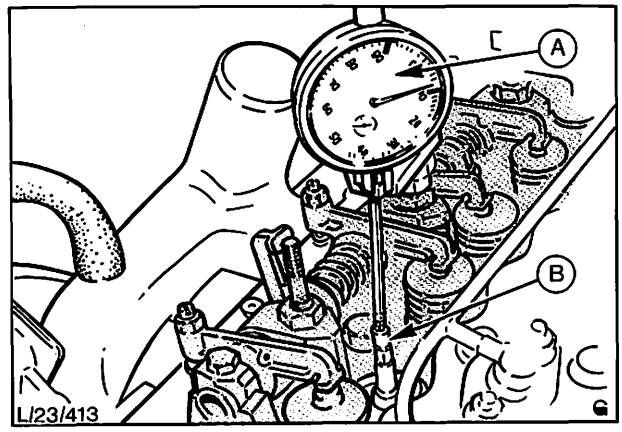

Abb. 36 Motor in der Förderbeginnstellung
i) Motor an der Schwungscheibe in Drehrichtung (im Uhrzeigersinn) drehen und halten, bis der Kolben 4,34 mm (beim 1,9 Liter Motor) oder 4,91 mm (beim 2,1 Liter Motor) vor dem oberen Totpunkt steht, Abb. 36.